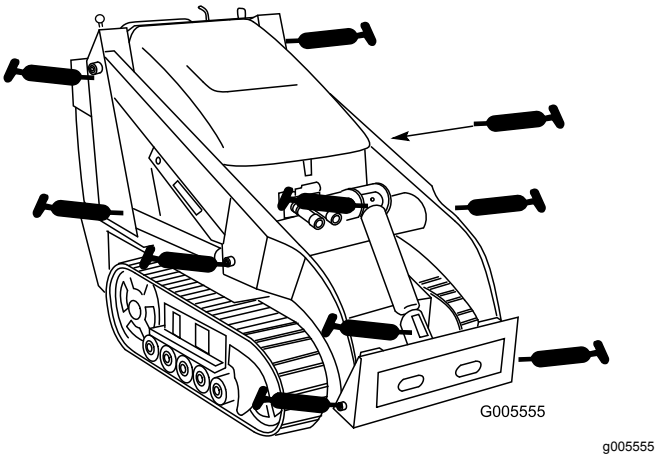
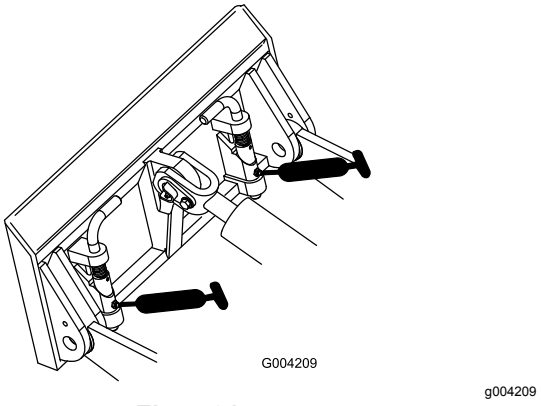

**Figur 30**
**Figur 31**
4. Sätt en fettspruta på varje nippel (Figur 30 och Figur 31).